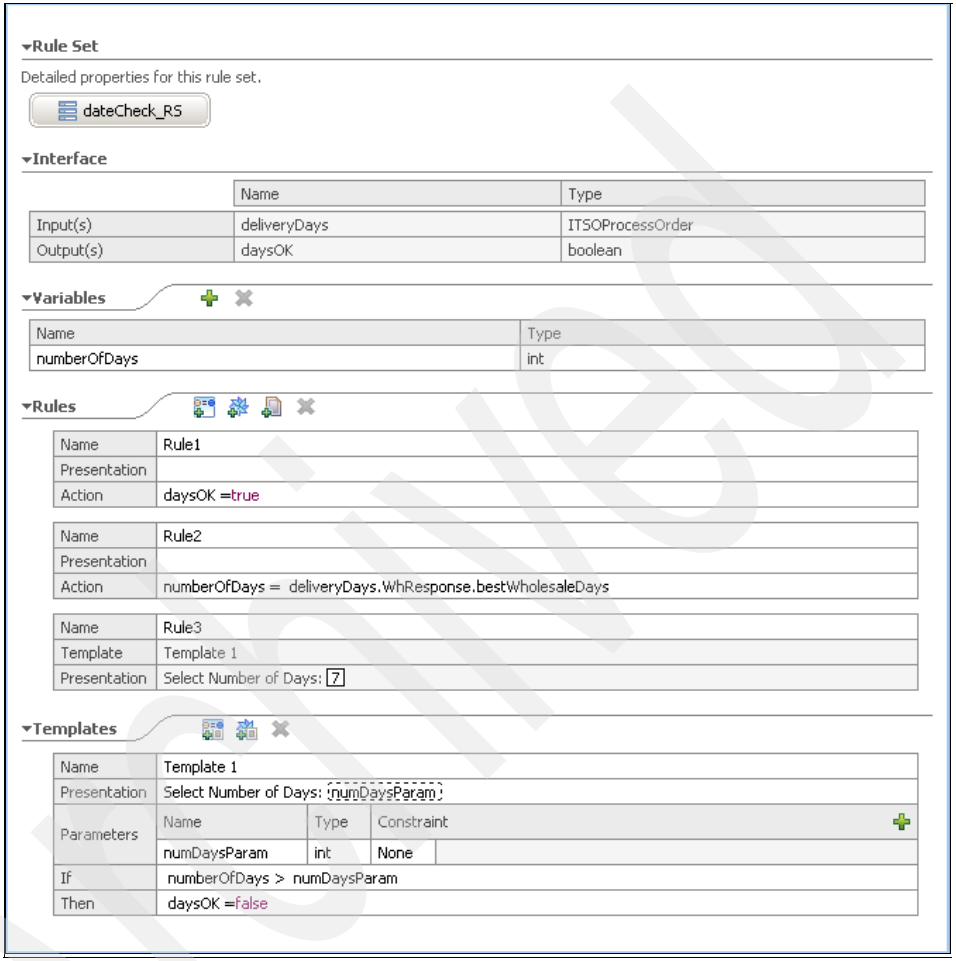

Figure 10-54 The completed dateCheck_RS business rule set
10. In the Presentation row of Rule3, click **Enter Value** and type 7. Figure 10-54 shows the completed dateCheck_RS rule set.